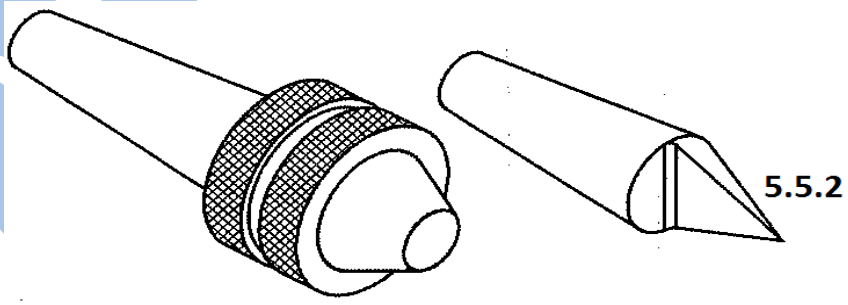

FIGURE 6
5.5 There are approximately FIVE Lathe Centres available in the fitting and machining workshop. FIGURE 6 shows TWO lathe centres.